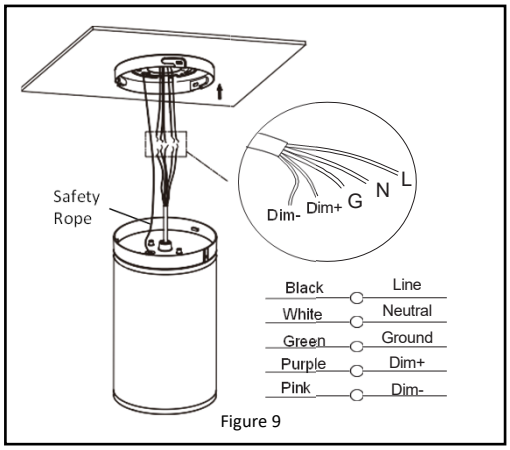

Figure 9
4. Make wiring connections according to ***Figure 9.***